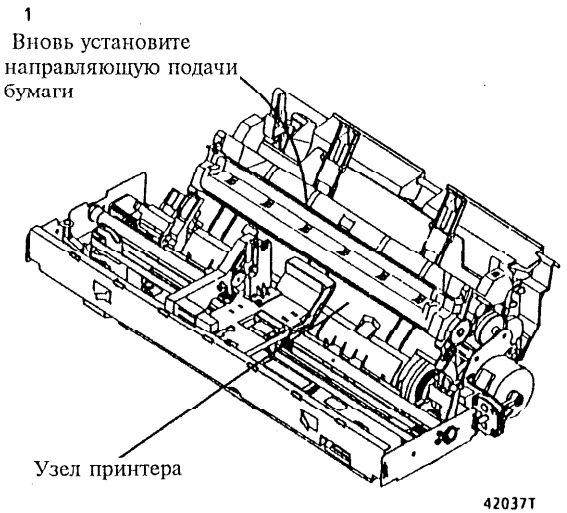

Рис. 1 Установка узла направляющей подачи бумаги
2. (Рис. 1): Вновь установите направляющую подачи бумаги на узел принтера.